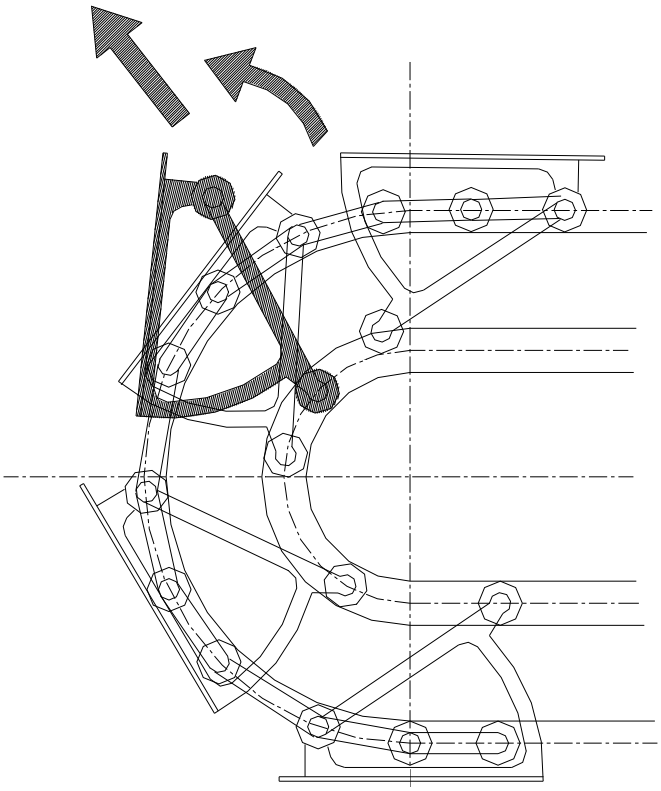

Рис. 4-2 Разборка и сборка ступенек
- Разборка ступенек должна выполняться в нижнем машинном помещении. При помощи переключателя устройства управления эскалатором в режиме технического обслуживания перемещайте ступеньки до тех пор, пока вспомогательный ролик ступенек не окажется на уровне выступа поворачиваемой стенки, после чего ослабьте зажимные винты, подвиньте зажимное кольцо и фиксатор вала внутрь. Поверните и поднимите ступеньку, ее вспомогательный ролик сможет пройти через выступ. Помечайте ступеньки перед их снятием, чтобы легче было устанавливать их обратно (см. рис. 4-2)